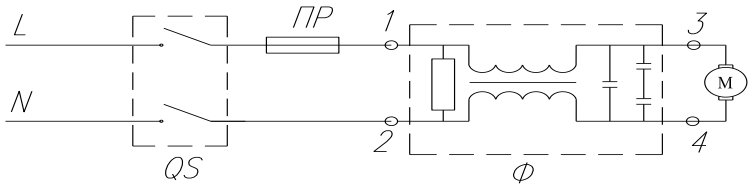

Рис. 1
- Эксплуатация изделия без надежного зануления согласно рис.1.
5.2 Схема электрическая принципиальная измельчителей «TUNDRA» -300, -350, -400, имеющих I класс электробезопасности, показана на рис. 1. Если ваше рабочее помещение оборудовано специальной трехконтактной розеткой (два контакта на питание 220 В, третий – защитное зануление), вы можете включать изделие непосредственно в эту розетку, если у вас отсутствует такая розетка, вам необходимо ее приобрести в торговой сети и выполнить электромонтаж трехконтактной розетки. Эта работа должна производиться квалифицированным электротехническим персоналом, имеющим право производства работ в действующих электроустановках.